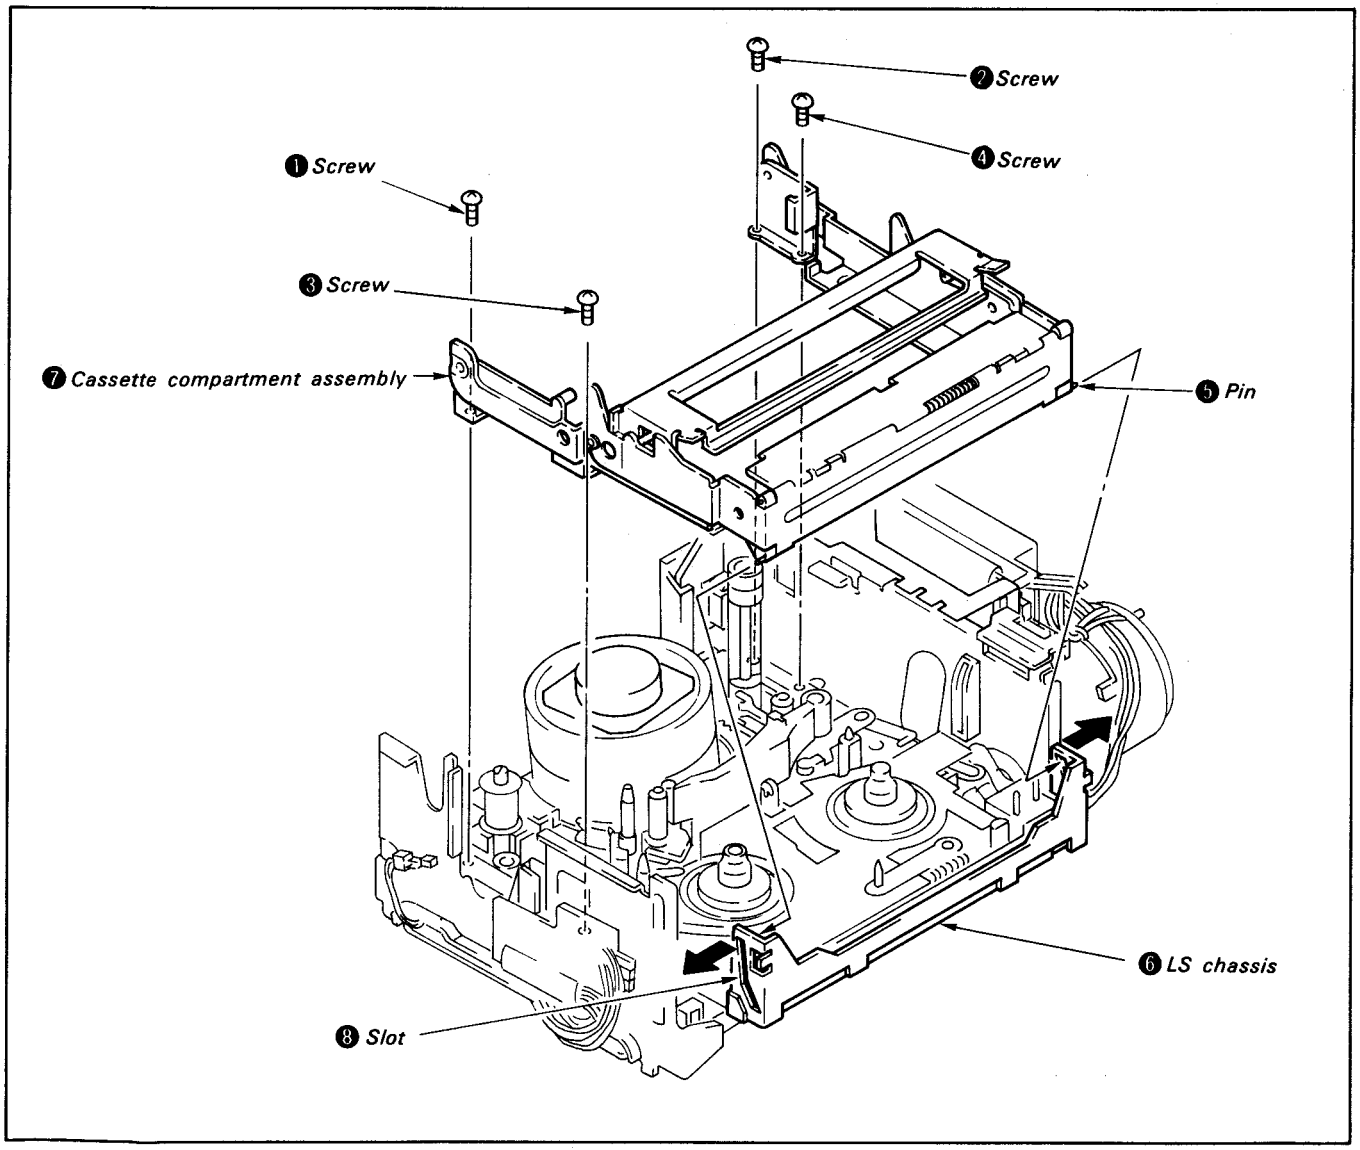

Fig. 2-2
1) Remove screws ❶, ❷, ❸ and ❹.
2) Push 2 positions of the slot ❽ of LS chassis ❻ in the direction of arrow Ⓐ, and remove 2 positions of pin ❺.
3) Remove LS cassette compartment assembly ❼. (See Fig. 2-2)